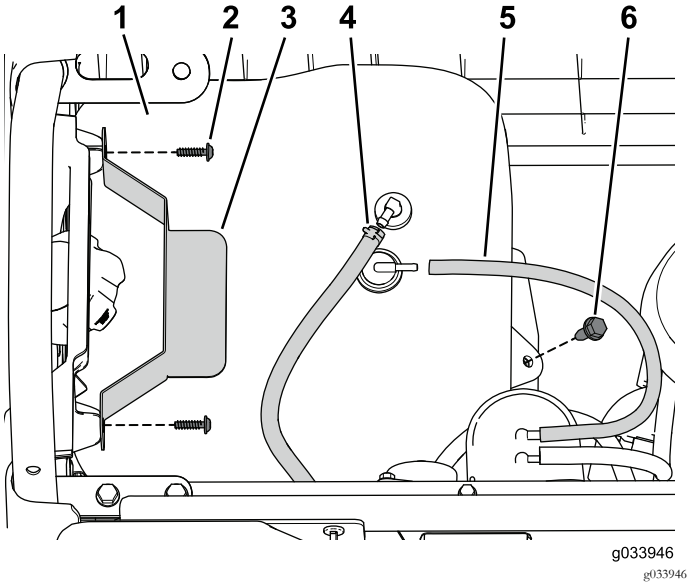

Figur 1
1. Fjern flensbolten som fester drivstofftanken til tankholderen (Figur 1).
2. Fjern skruene som fester tilholderen (Figur 1).
3. Koble utluftingsslangen og drivstoffslangen fra tanken (Figur 1).